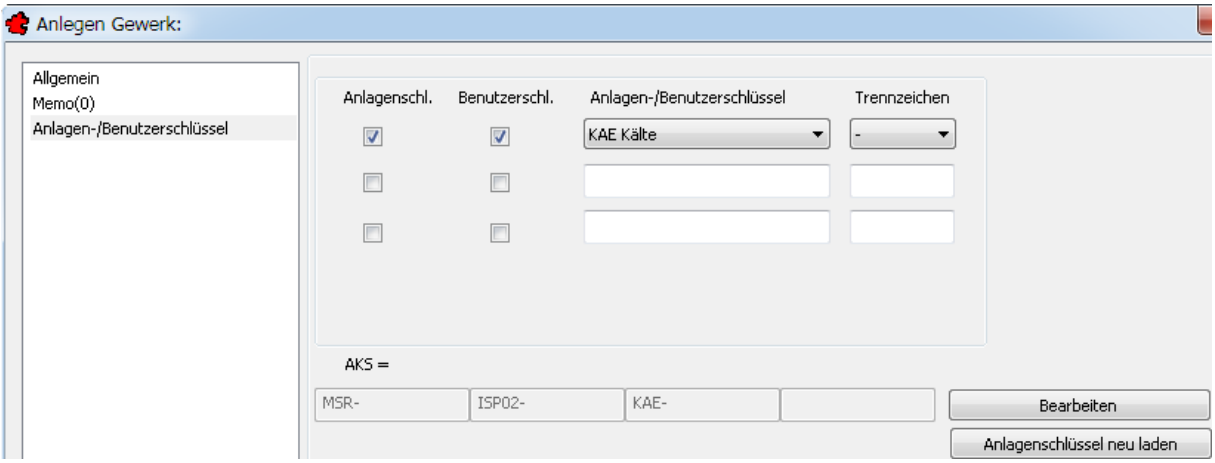

Bild 18.60 – Anlagen-/Benutzerschlüssel für das neue Gewerk
- fehlt uns dort noch das Gewerk *Kälte*. Legen Sie es zunächst im ISP *Dachzentrale* an: *Name:* **Kälte**, *Anlagen-/Benutzerschlüssel:* beide *KAE Kälte,* Trennzeichen *Minus* (Abb. 18.60).